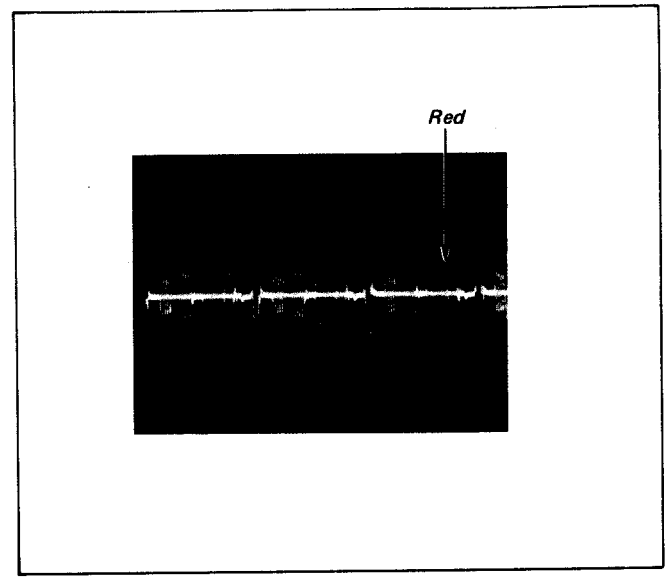

Fig. 3-16 REC C recording current adjustment (simplified method)
Connect the oscilloscope to RP-29 board pin ⑰, and adjust RV508 so that red level is 1/10 against the level at pin ③. (Fig. 3-16)